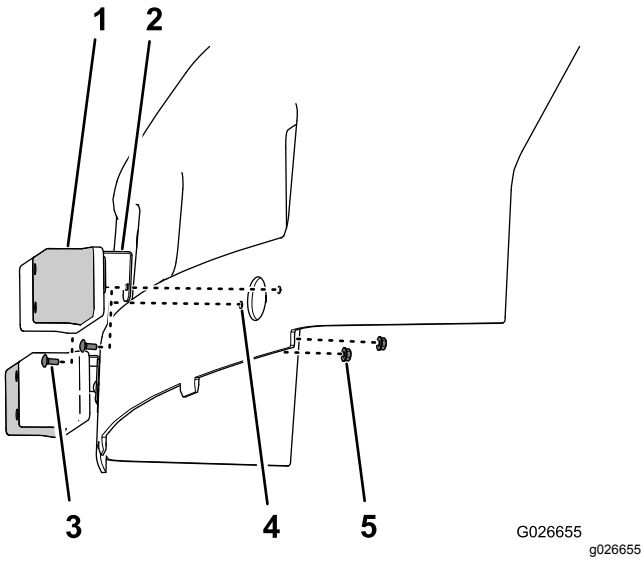

Figure 6
4. Align the holes in the bracket and light with the hole in the hood (Figure 6).
5. Secure the bracket and light to the hood using the carriage bolts (#10 x 1/2 inch) and flanged locknuts (#10) as shown in Figure 6.